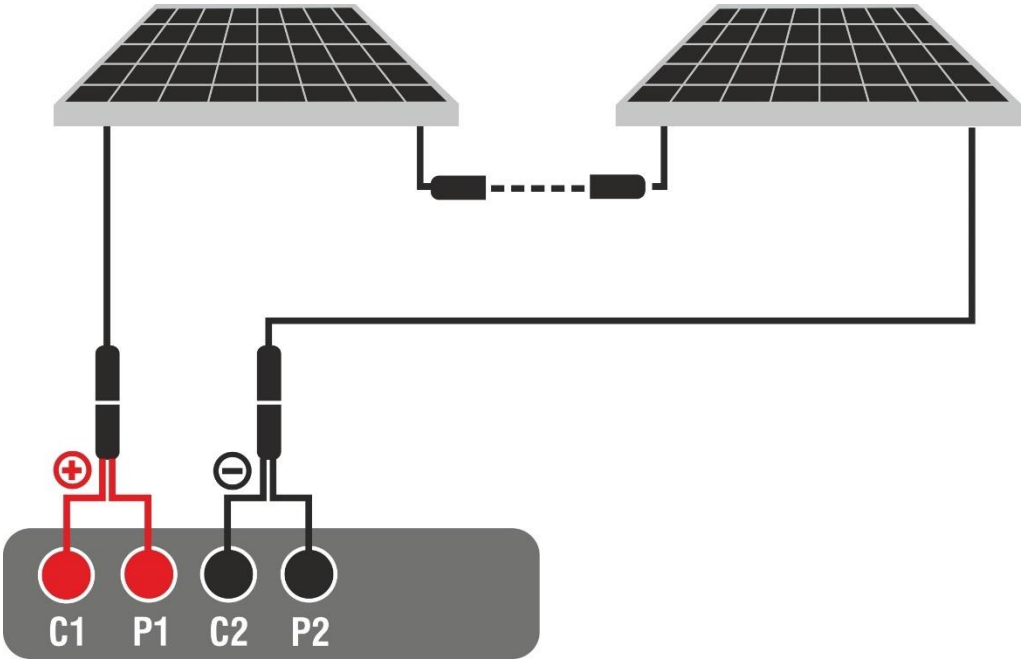

Fig. 13: Ligação do instrumento na função DMM
2. Ligar o instrumento ao fio fotovoltaico em teste, como mostra a Fig. 13 abaixo